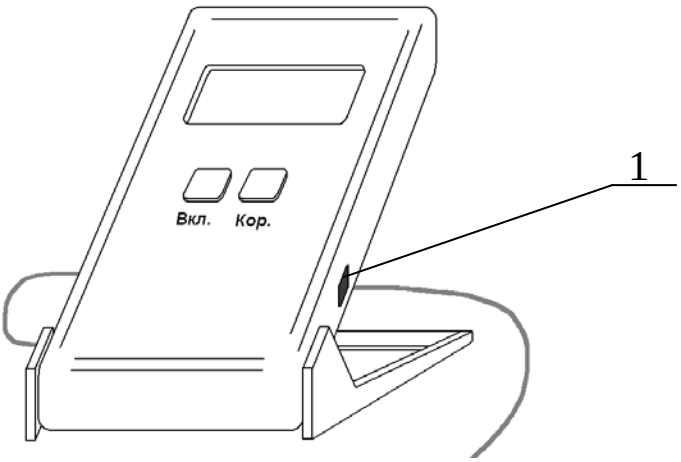

рис. 2
Пломбирование ростомера осуществляется оттиском клейма сотрудника ОТК предприятия-изготовителя в двух местах: на торцевой поверхности стойки 7 и на задней поверхности блока индикации (см. рис. 2).
Возьмитесь рукой за ползун 2 мерной планки 1 с правой стороны и нажмите пальцем этой же руки рычаг фиксации 4 (см. рис.2Б). Переместите планку 1 выше роста измеряемого пациента.
Перемещение мерной планки 1 по основанию 7 осуществляется только с нажатым рычагом фиксации 4, (см. рис. 2Б).
4.4. Ростомер пломбируется пластичным материалом в местах указанных в разделе **2.3 Общий вид ростомера** рис.2